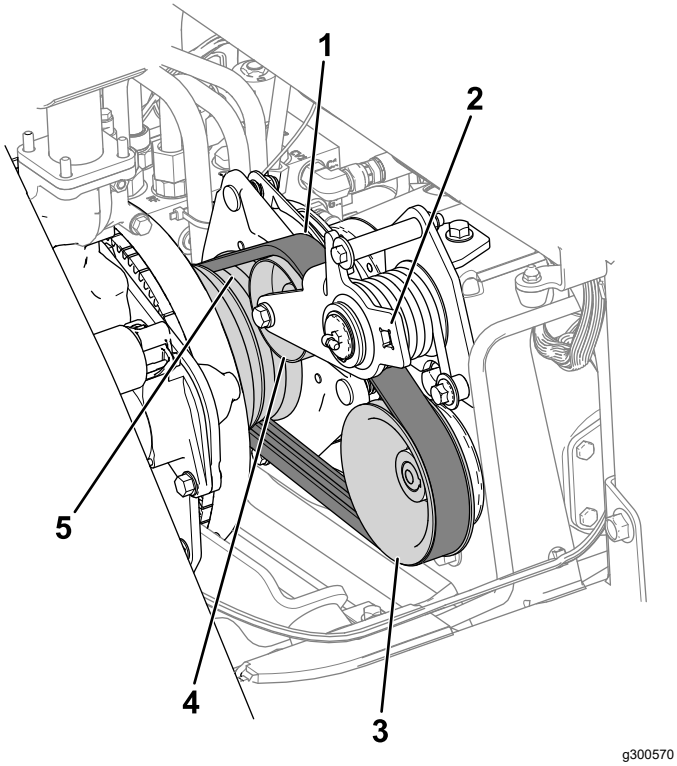

Figuur 78
3. Leid de riem op de motorpoelie, de spanpoelie en de poelie van de pomp (Figuur 78).